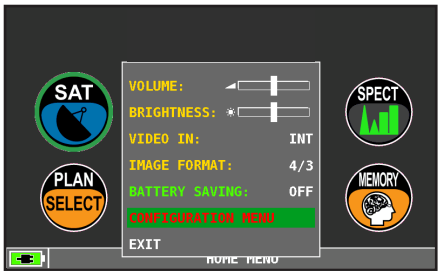

FIG. 1*
- Pulsa la tecla Volumen y selecciona "MENU CONFIGURACIÓN" (fig. 1);